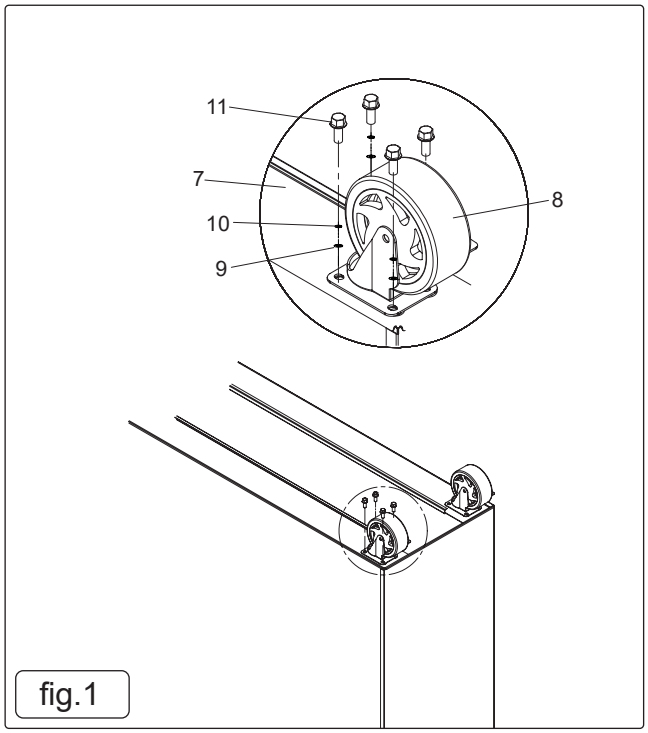

fig.1
5.1. INSTALLING THE CASTORS (fig.1)